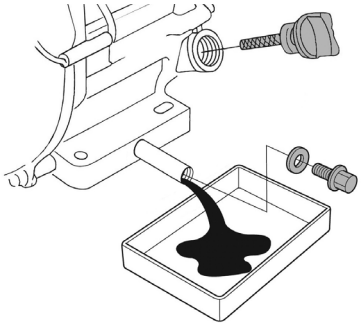

Рис. 37 Замена масла в двигателе
(1) Техническое обслуживание должно осуществляться более часто, при работе в пыльных условиях.
(2) Данный вид работ необходимо выполнять в авторизованном сервисном центре.
6. Удерживая одним ключом трубку-удлинитель от проворачивания открутите пробку для слива масла и слейте отработанное масло в подготовленную для этого емкость (Рис. 37).